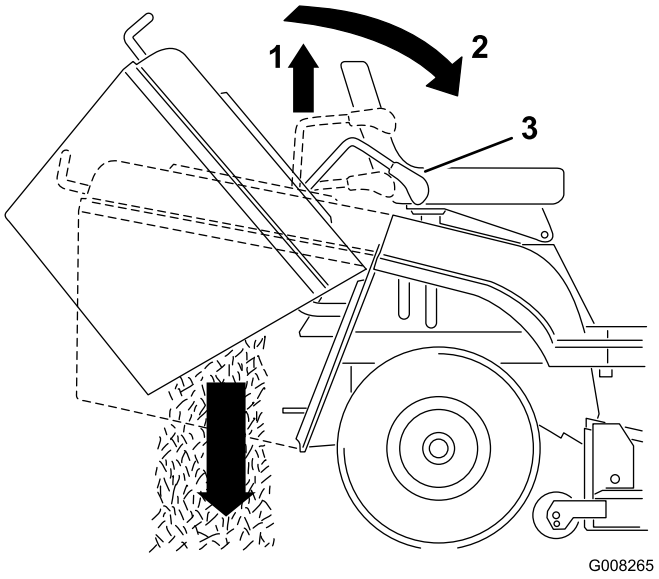

Figuur 18
2. Trek aan de telescoophendel en duw deze vooruit en omlaag om de grasvanger te kantelen (Figuur 18).